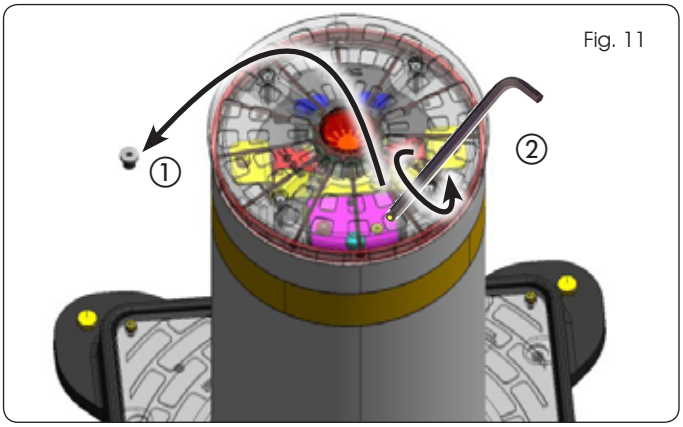

Fig. 11
3. Tourner en sens inverse horaire pour abaisser la borne (fig. 11 réf. ②).